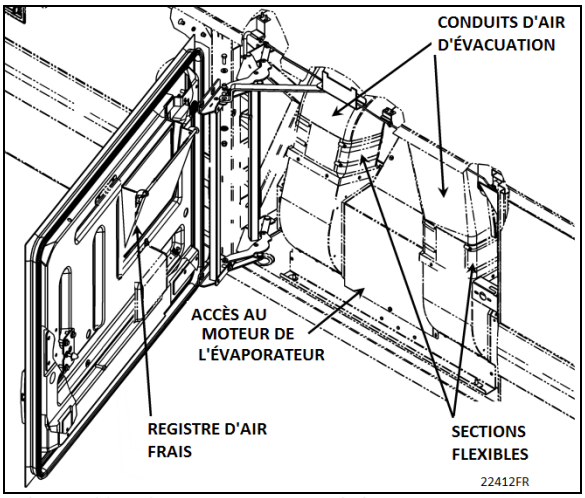

FIGURE 68: ACTUATEUR DU REGISTRE D'AIR NEUF DE LA ZONE DES PASSAGERS DE LA SÉRIE X3
- Séries X3 – Dans la porte du compartiment de l'évaporateur (Figure 68).